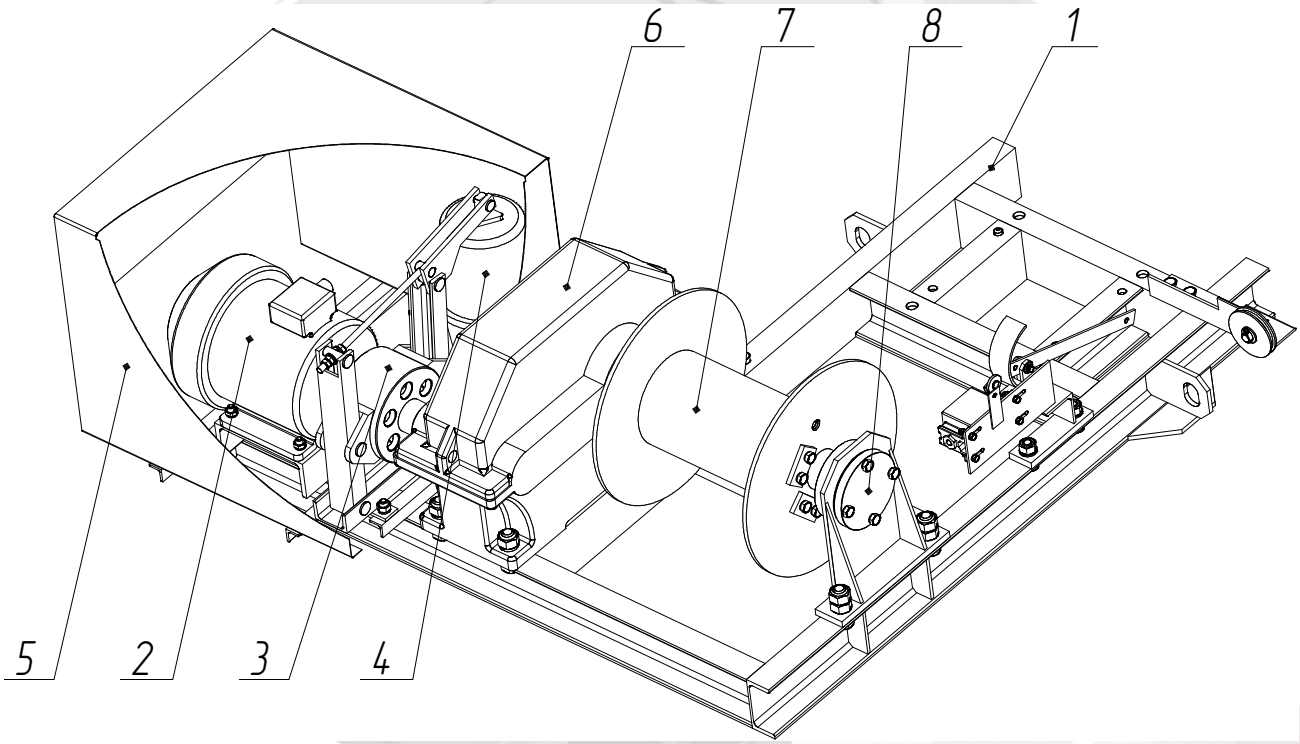

Рис. 2 – Лебедка
Лебедка (рис. 2) представляет собой закрепленный на опорной раме (1) привод для перемещения грузовой каретки. Привод состоит из электродвигателя АИР-100L4 (2), муфты упругой втулочно-пальцевой (3), тормоза ТКГ-160 (4), закрывающего их защитного кожуха (5), а также редуктора 1Ц2У-160-40-21У1 или 1Ц3У-160-40-11У1 (6) и барабана (7) с опорой (8).